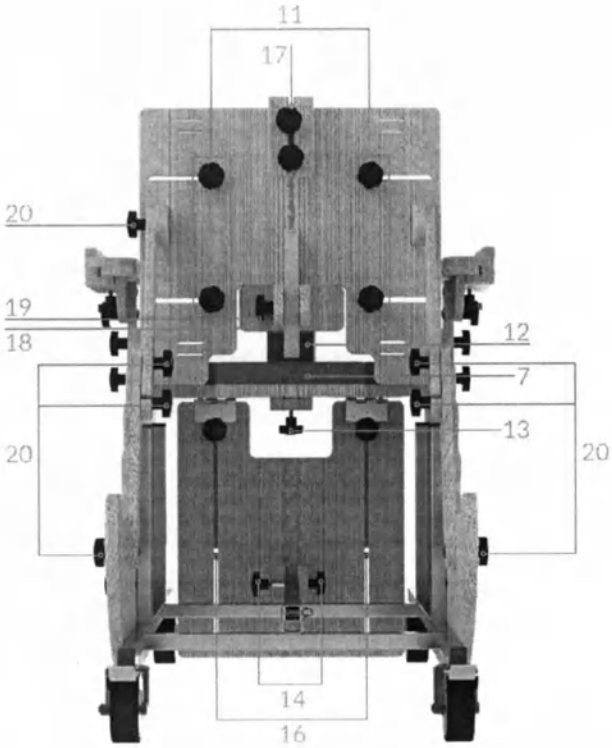

Рис. 5 – Регулировка спинки, сиденья и подножки
Подголовник с боковыми упорами фиксирует голову пользователя при помощи мягких упоров. Анатомический подголовник регулируется под голову пользователя. Совместно с подголовниками можно использовать ремень для фиксации головы. Для изменения вылета и угла наклона подголовника (1) используйте барашки (2). Для регулировки высоты подголовника используйте барашки (17, см. рис. 5). Для подголовника с боковыми упорами можно отрегулировать положение боковых упоров (3) с помощью барашков (4). При наличии анатомического подголовника в комплектации, необходимо открутить и извлечь барашки (2), установить подголовник, а также обратно продеть данные барашки и зафиксировать их. Положения сочленений анатомического подголовника регулируются усилием рук и настраиваются под голову пользователя. При необходимости изменения сопротивления можно ослабить или затянуть болты в звеньях анатомического подголовника.
Сиденье (рис. 5)
2. Ослабив барашки (20) (см. рис. 5) опустите спинку так, чтобы она лежала в горизонтальной плоскости. Закрутите барашки (20). При наличии блокируемой газовой пружины вместо барашков (20) необходимо нажать педаль сзади опоры и одновременно установить нужное положение, затем - зафиксировать результат, отпуская педаль.
3. Ослабив барашки (14) (см. рис. 5) поднимите подножку так, чтобы она лежала в горизонтальной плоскости. Закрутите барашки (14).